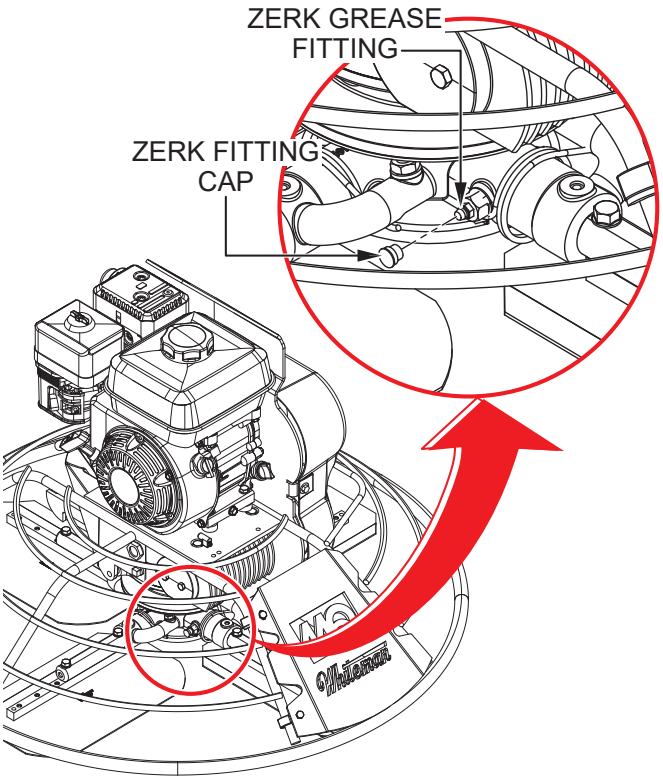

Figure 68. Spider Lubrication
1. Locate one of the Zerk grease fittings on the spider assembly (Figure 68). Remove the Zerk fitting cap and set it aside.